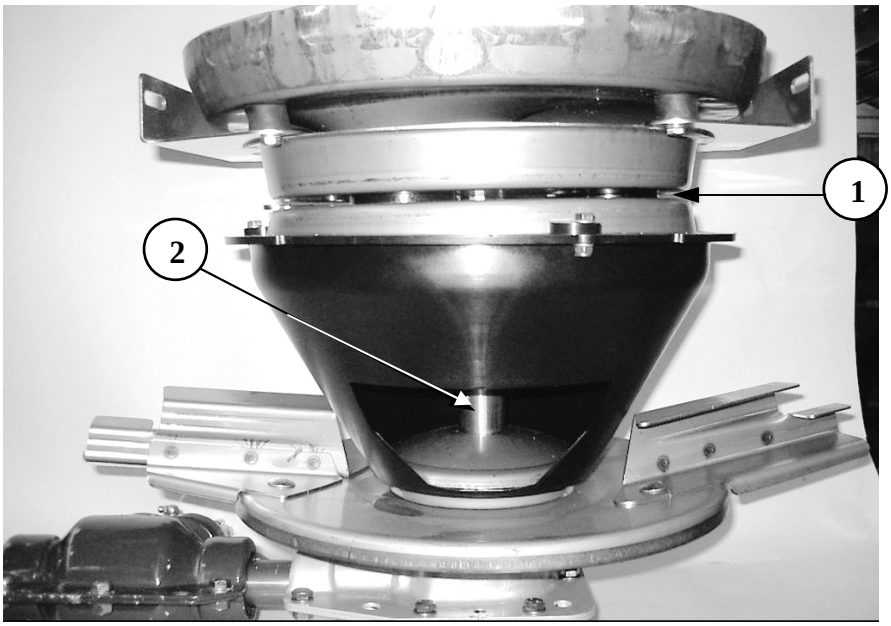

Rys. 51
- pomiędzy stożki podające (1) – Rys. 51,
- Przestawić stożek podający kierując otwór wyjściowy nawozu na tarczę i w kierunku części przedniej rozsiewacza nawozowego w celu umożliwienia strumieniowi wody dotarcie do wewnątrz stożka podającego. (2) – Rys. 51,